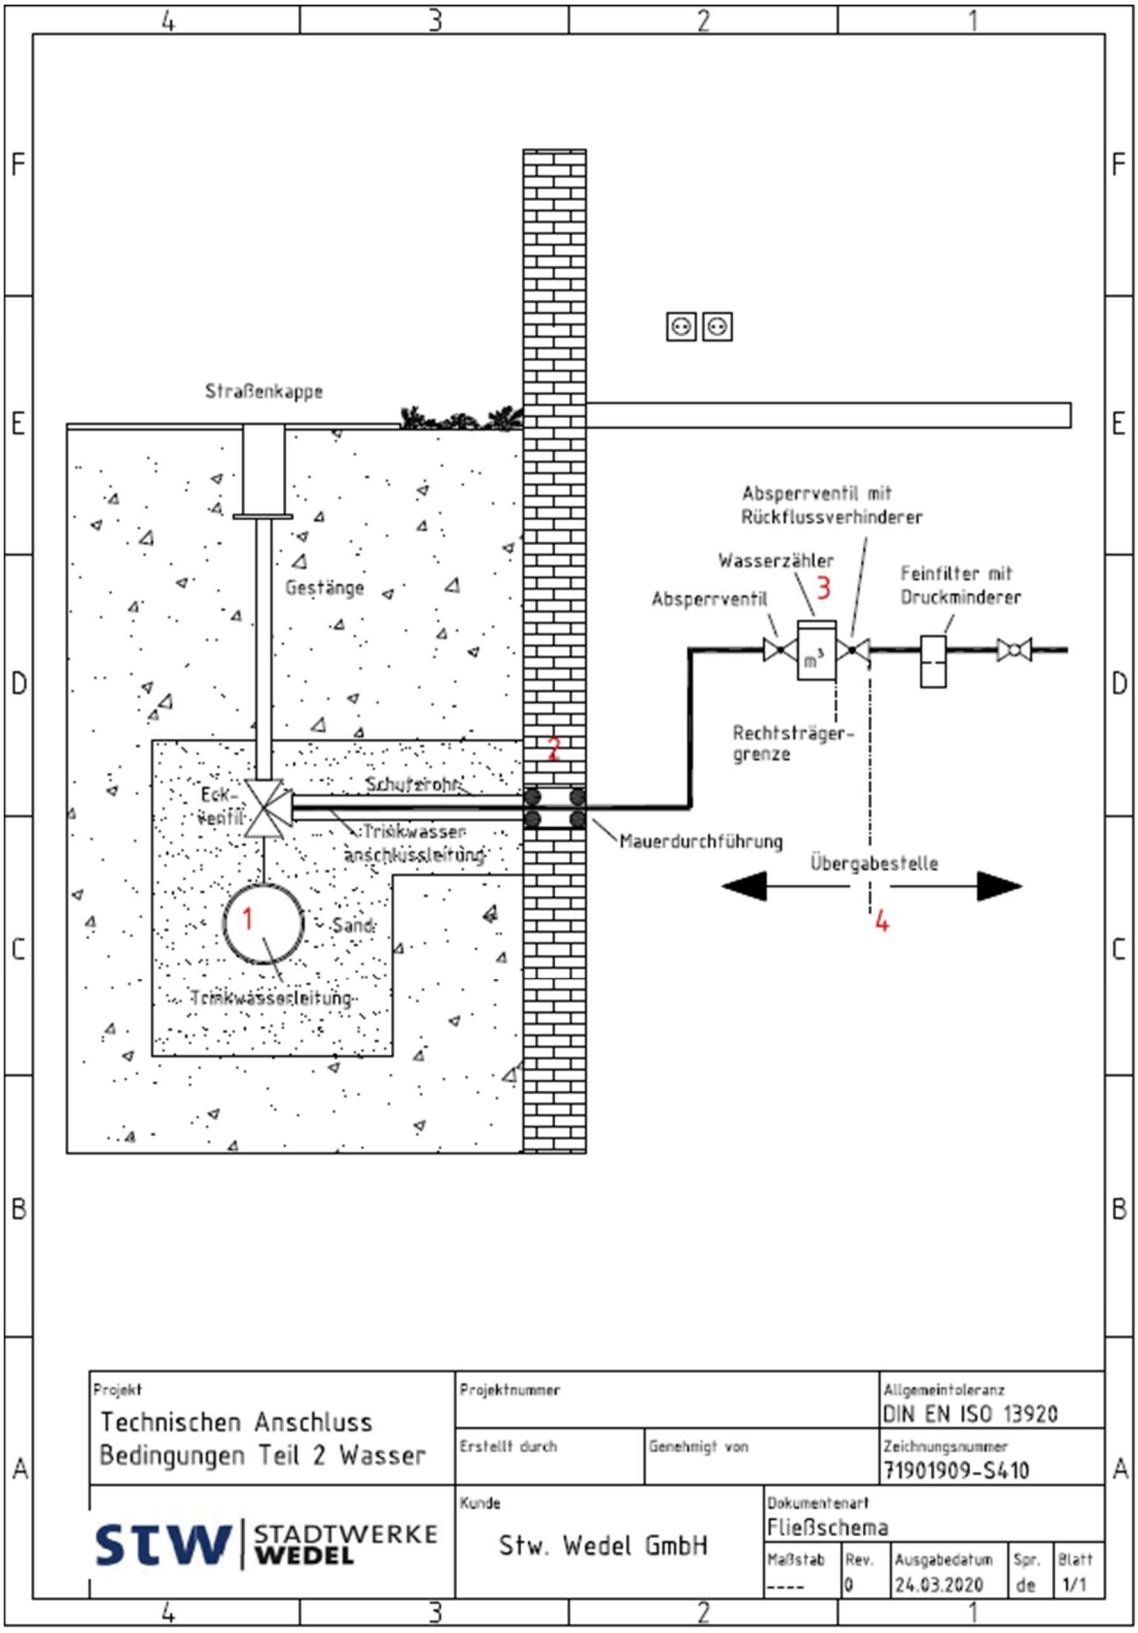

Abb. 5: Schematischer Aufbau eines Wassernetzanschlusses; Quelle Stadtwerke Wedel GmbH
5.5.1 Legende zur Abb. 5 Schematischer Aufbau eines Wassernetzanschlusses 12
5.5.1 Legende zur Abb. 5 Schematischer Aufbau eines Wassernetzanschlusses